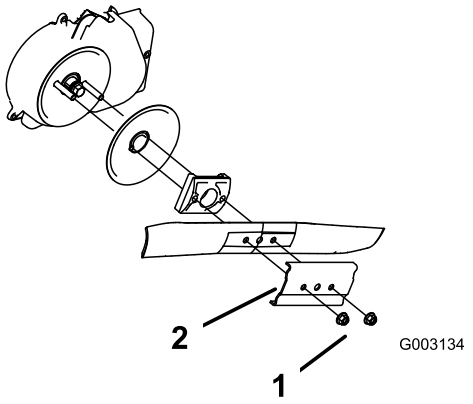

Figura 29
3. Retire las 2 tuercas de la cuchilla y el refuerzo (Figura 29).
4. Retire la cuchilla (Figura 29).
5. Instale la cuchilla nueva (Figura 29).